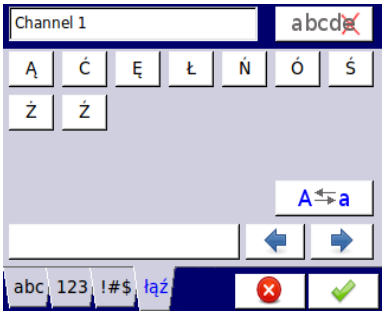

Rys. 7.4. Okno edycji tekstu – znaki diakrytyczne
- znaki diakrytyczne – **Rys. 7.4**,